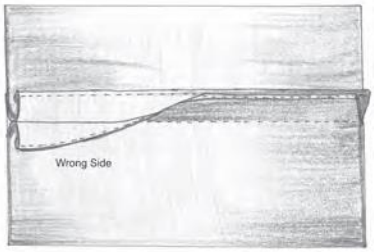

Fig. 3.23: Edge stitched finish
- Then turn under ¼ inch on each seam edge. Stitch close to the fold without catching the garment (Fig. 3.23).